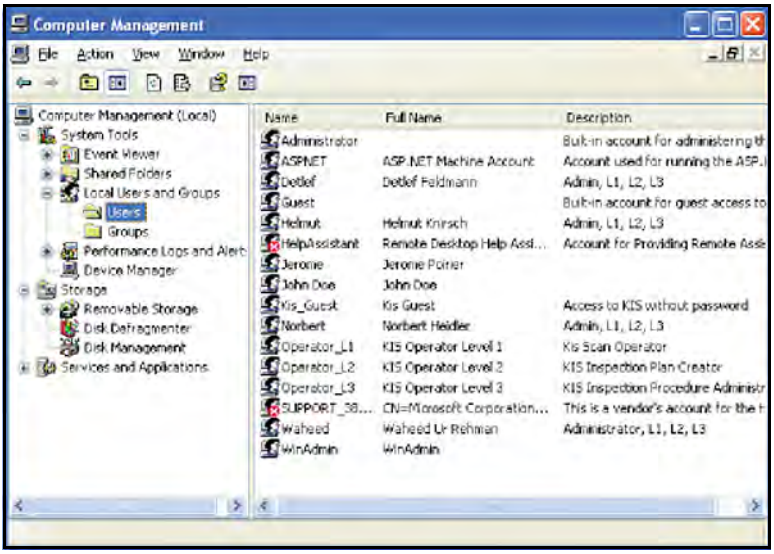

Рис. 117: Список пользователей
6. Для включения пользователя в конкретную группу вернитесь в каталог Local Users and Groups (Локальные пользователи и группы) (см. *Рис. 117* ниже).